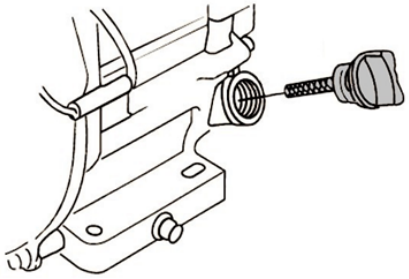

Рис. 28 Крышка-щуп нижней маслозаливной горловины
2. Открутите крышку-щуп нижней маслозаливной горловины и извлеките щуп (Рис. 28).